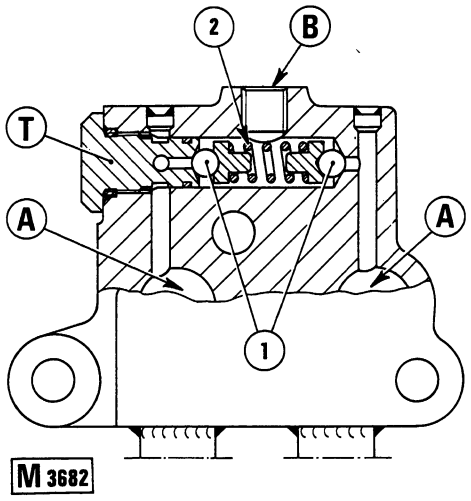

Fig. 15-31 - Section through blade angle circuit overload valve.
Disassemble by removing plug (T, fig. 15-31), then check that valve (1) and relevant housing are in good condition and that spring (2) meets requirements indicated under SPECIFICATIONS AND DATA.